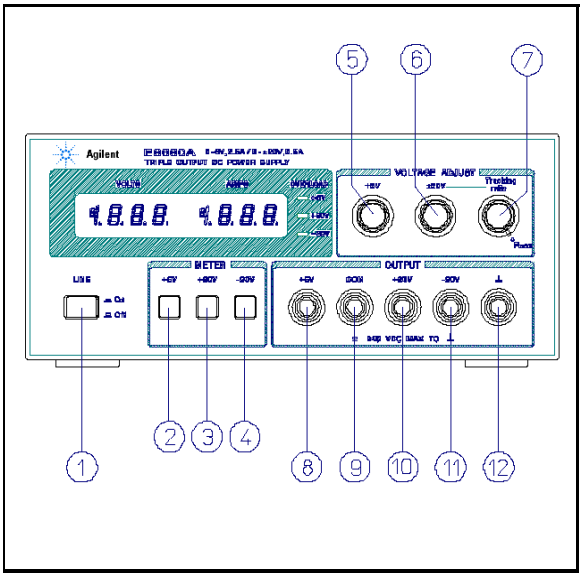

Figura 2. Indicatori e pulsanti di controllo del pannello anteriore
I punti che seguono descrivono l'uso delle manopole del pannello anteriore e degli indicatori riportati nella Figura 2 e fungono da verifica rapida del funzionamento dello strumento. Seguire attentamente la procedura di controllo oppure il test delle prestazioni riportato nella parte relativa agli interventi tecnici al momento del ricevimento dello strumento e prima di collegarlo a qualsiasi altro dispositivo.
L'alimentatore può essere utilizzato da solo o in parallelo o in serie con un altro alimentatore (vedere i paragrafi relativi al funzionamento in parallelo ed al funzionamento in serie). Tutti i terminali di uscita sono isolati dalla messa a terra. Le uscite ±20V e +6V utilizzano un solo terminale di uscita comune. Quest'ultimo (COM) o uno qualsiasi degli altri terminali di uscita può essere messo a terra al telaio, tramite il terminale di collegamento a terra del pannello di controllo ((12) nella Figura 2) oppure tutti i terminali possono essere lasciati fuori massa. I carichi possono essere collegati separatamente fra ognuno dei terminali di uscita da 0 a ±20V ed il terminale COM o fra i terminali -20V e +20V per un'uscita da 0 a 40V. Le tensioni e le correnti possono essere rapidamente selezionate e controllate tramite gli interruttori di misurazione a pulsante. Per monitorare la tensione di uscita da 0 a 40V, sommare i valori riportati sul display del misuratore relativi alle uscite +20V e -20V ed utilizzare il misuratore +20V o -20V per misurare la corrente.